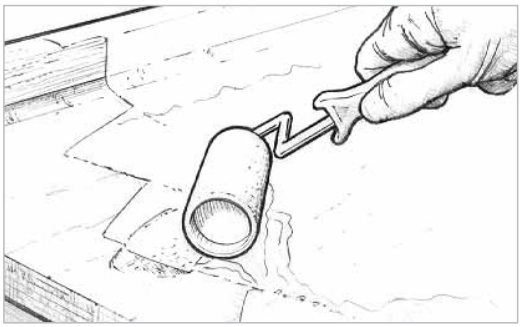

Figure 5-14 *Wet out porous surfaces before applying thickened fairing compound.*
2. Wet out porous surfaces with unthickened epoxy *(Figure 5-14)*.